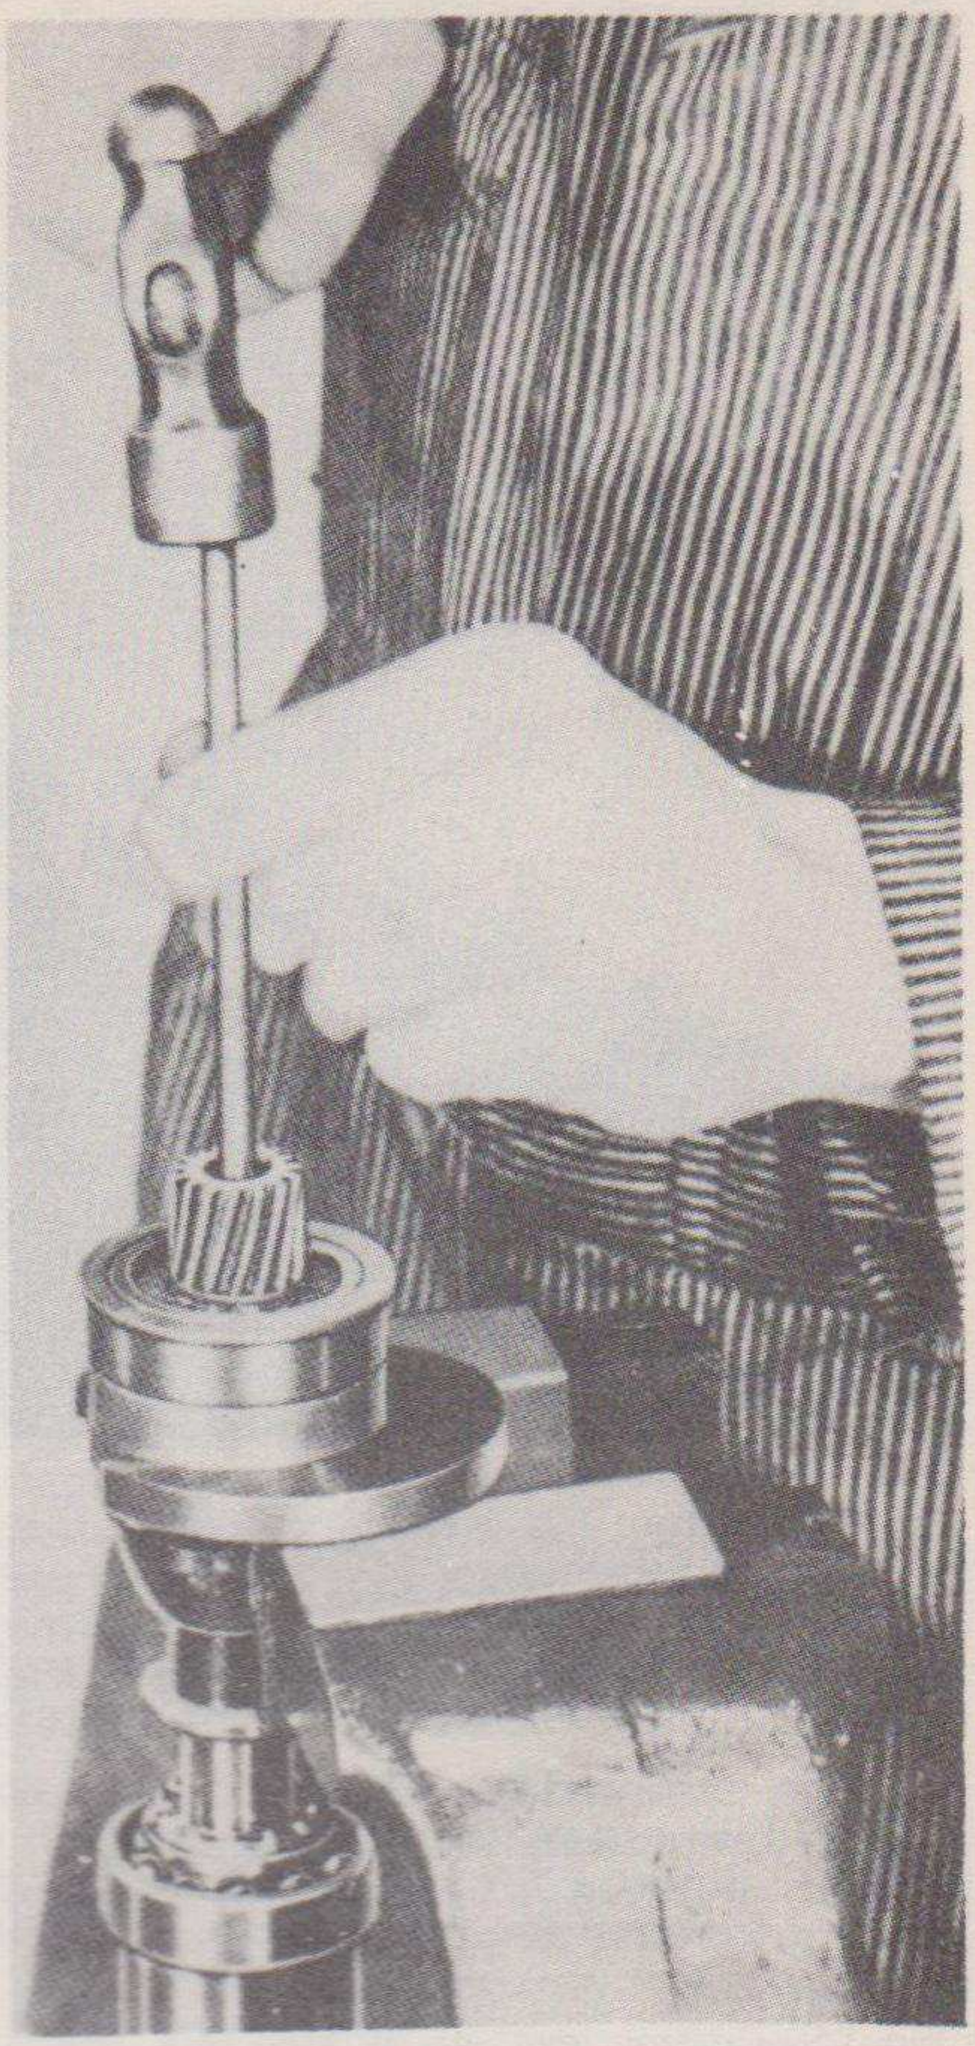
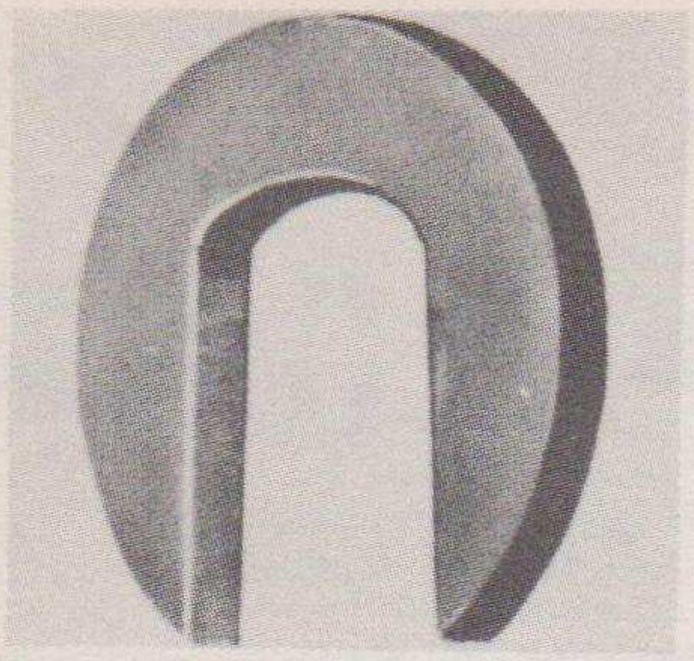

Fig. 88—Removing governor weight carrier assembly with governor shaft pinion, bearing, and bearing cage, using special tool to suspend unit over a vise.
Fig. 89—Governor weight carrier service tool.
Using a horseshoe-type of holder similar to the tool shown in Figures 89 and 90, drive the governor shaft from the governor shaft pinion, the governor shaft bearing and bearing cage, and the governor weight carrier with weights as shown in Figure 88. The keys (3) and (2), Figure 92, for the pinion and governor weight carrier may then be removed from the governor shaft (1).